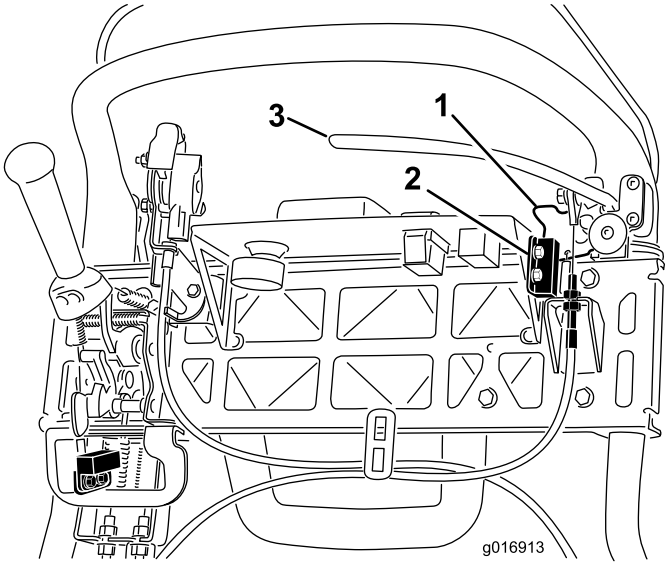

Figur 39
4. Løsn sikkerhedskontaktens fastgørelsesanordninger (Figur 39).
5. Placer et 1,6 mm tykt afstandsstykke mellem parkeringsbremselåsen og sikkerhedskontakten (Figur 39).